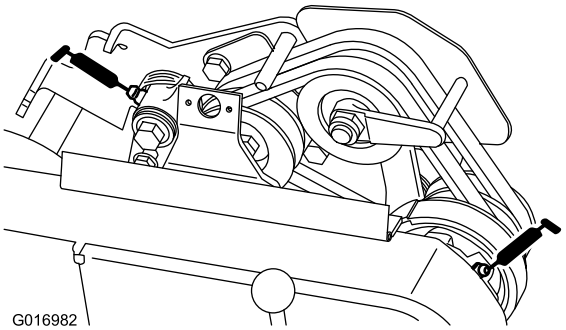

Figura 24
- 2 nos apoios da correia (Figura 24).